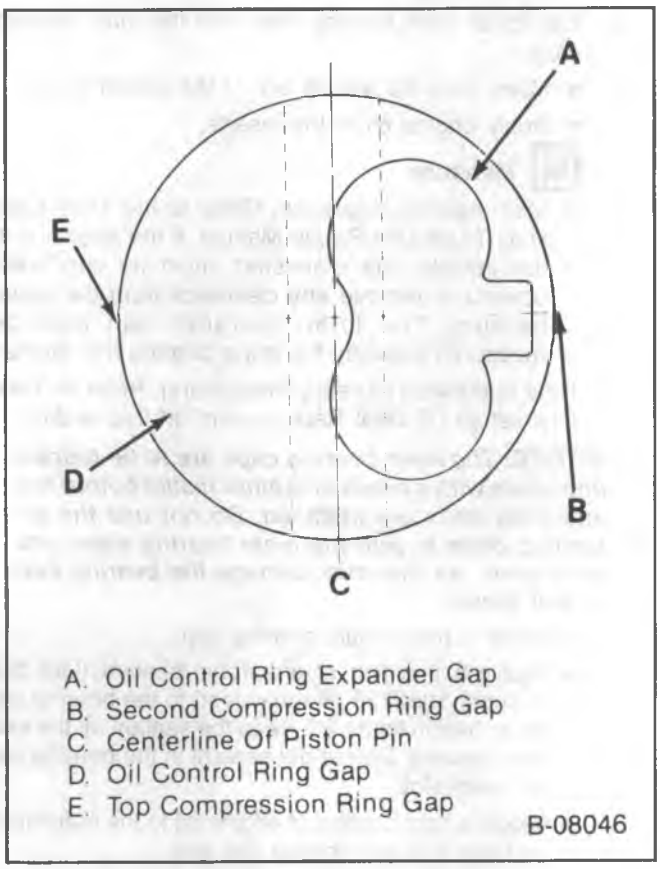

Figure 26—Ring Gap Location
- Locate the piston ring end gaps as shown in figure 26. Lubricate the piston and rings with engine oil.